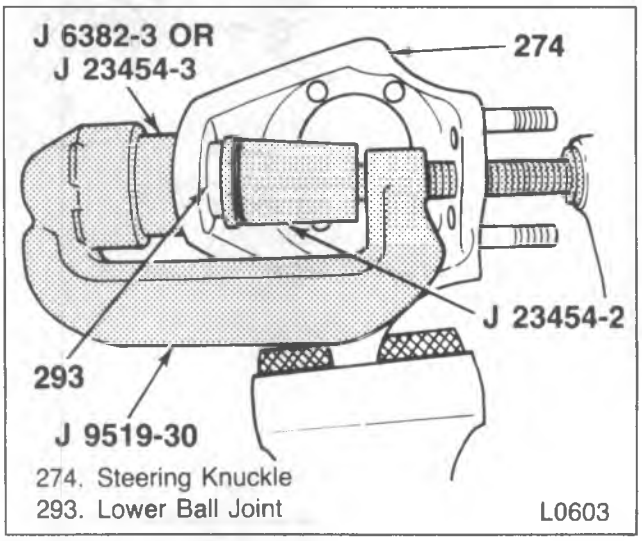
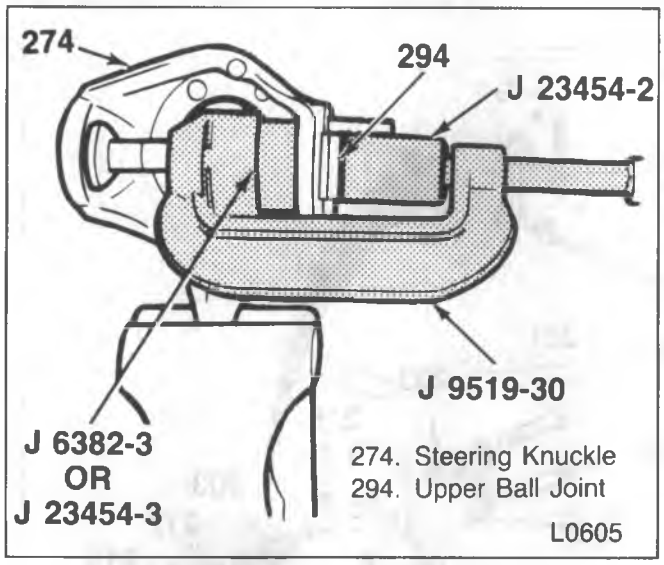

Figure 65 – Installing the Lower Ball Joint
Figure 66—Installing the Upper Ball Joint
1. Lower ball joint (293) into the steering knuckle (274).
- Use J 9519-30, J 23454-2, and J 23454-3 or J 6382-3 (figure 65). Tighten until the ball joint fully seats.
3. Upper ball joint (294) into the steering knuckle (274).
- Use J 9519-30, J 23454-2, and J 23454-3 or J 6382-3 (figure 66). Tighten until the ball joint fully seats.
4. Steering arm (290) (if removed) and steering knuckle (274).
5. Spindle (265).